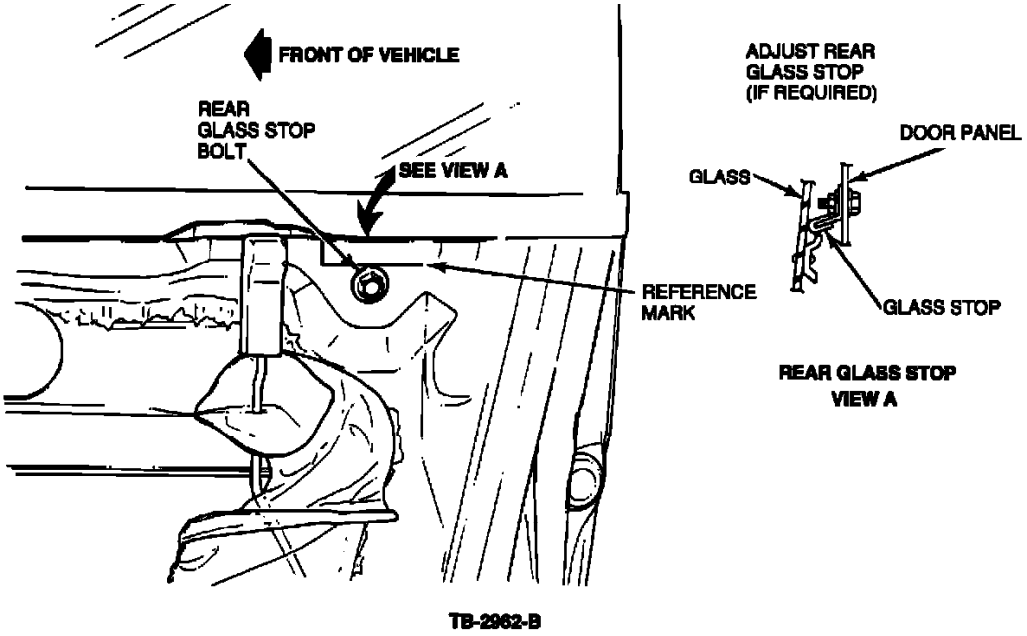

Figure 6
b. If adjustment is required, lower the window 1" (25.4 mm) and make a reference mark on the door. See Figure 6.